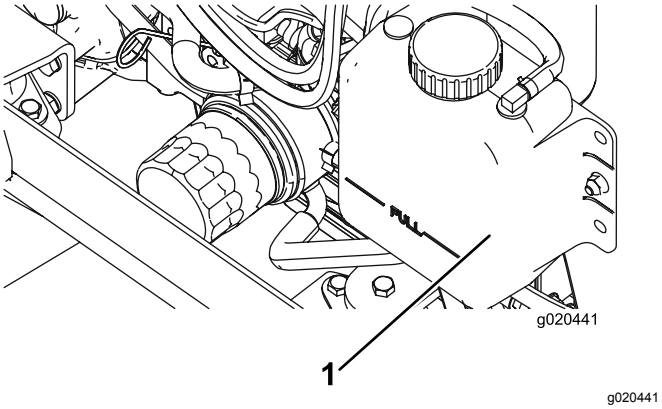

Figuur 12
1. Verwijder voorzichtig de doppen van de radiateur en de expansietank (Figuur 12).